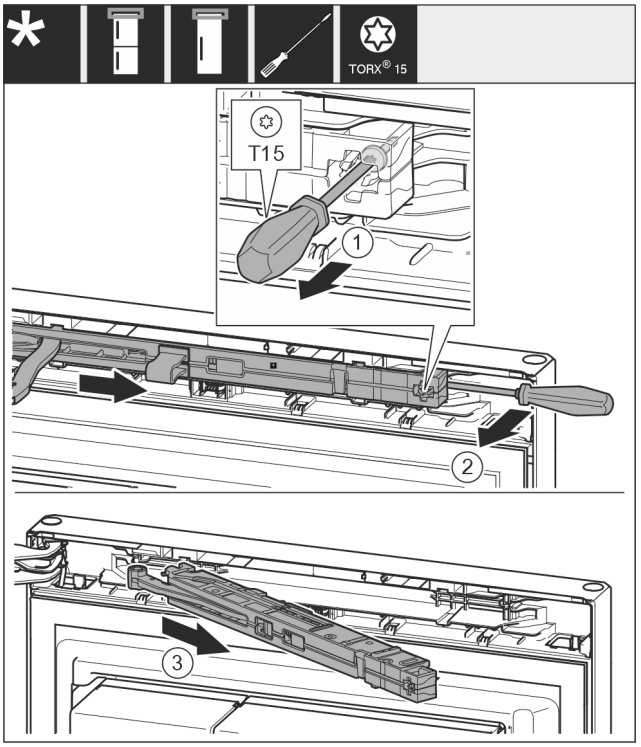

*Fig. 12*
▶ Schroef *Fig. 12 (1)* op sluitdemperunit met een schroevendraaier 14 mm losdraaien.
▶ Hef de sluitdemperunit *Fig. 12 (2)* aan de greepzijde naar voren met een schroevendraaier.
▶ Sluitdemperunit *Fig. 12 (3)* uittrekken.